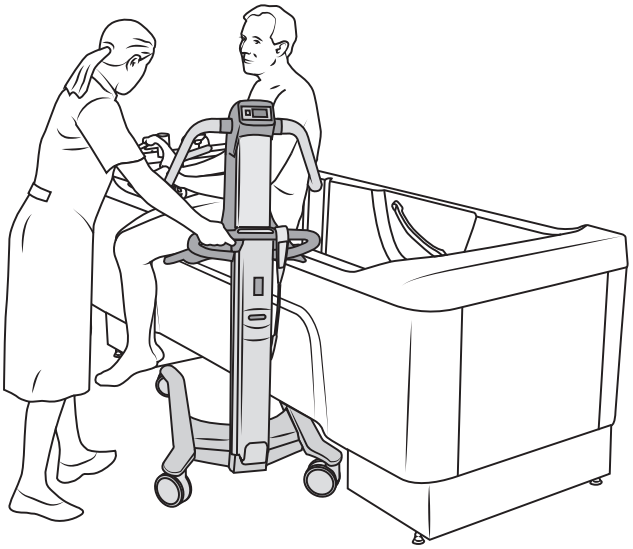

Afbeelding 25
5. Plaats de badliftstoel diagonaal tegen de zijkant van Classic Line 2 badkuip met voldoende ruimte aan weerszijden. Zie Afbeelding 25.